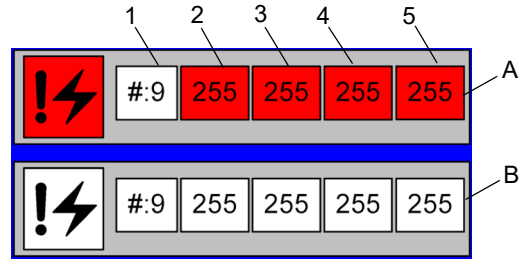

FIGURA 3-17
A Figura 3-17 mostra falhas ativas e registadas. O sistema de controle do guindaste exibe até as 20 falhas ou erros mais recentes registrados do(s) sistema(s) de controle do guindaste e do RCL. As setas circulares podem ser usadas para rolar pelas falhas ativas. Esta série de números corresponde a uma falha específica para um módulo, conector e pino específicos. Para apagar os códigos de falha registrados, podem ser pressionados o botão do ícone do código de falha e o “X” em vermelho.
O seguinte descreve a tela do código de falha (Figura 3-17):
- Caixa de falha ativa (vermelho, A, Figura 3-17) — O sistema de controle do guindaste exibe até 20 falhas ou erros ativos no(s) sistema(s) de controle do guindaste e do RCL. Os números das falhas somente são exibidos quando a falha ocorre e são apagados quando a falha é corrigida. Os números de três dígitos correspondem a uma falha específica de um módulo, conector e pino específicos. Os seguintes dados constituem o código de falha:
- Caixa de falhas registadas (B, Figura 3-17) — As falhas registadas não estão atualmente ativas. Use as setas para cima/para baixo para rolar pelos códigos.